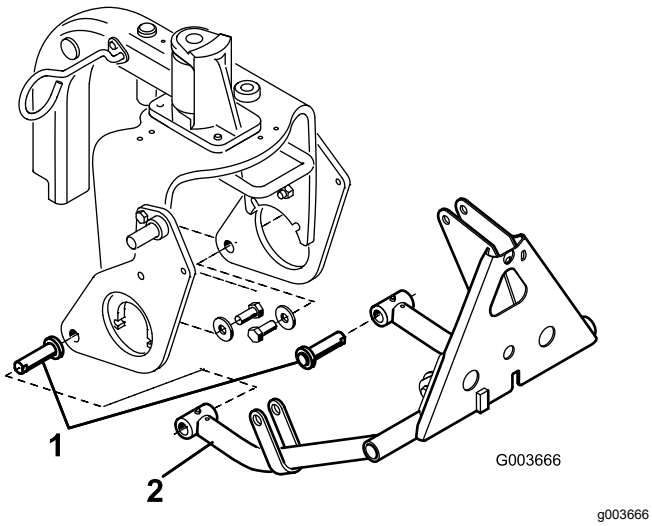

Figura 13
3. Introduzca un pasador de cilindro en el tubo de cada brazo de empuje como se muestra en la Figura 13.
4. Introduzca los tubos de los brazos de empuje en las placas laterales derecha e izquierda, alineando las guías de los pasadores de cilindro con los orificios de las placas laterales (Figura 13).
5. Monte un pasador de cilindro en cada placa lateral con un perno (⅝" × 1½") y una arandela (1,68" DE × 0,65" DI), como se muestra en la Figura 13.